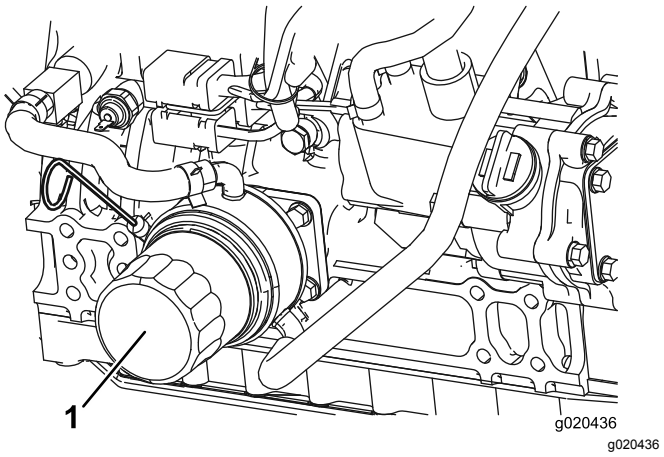

**Figuur 75**
2. Verwijder het oliefilter (Figuur 75). Smeer een dun laagje schone olie op de nieuwe filterpakking voordat u deze vastschroeft. **Niet te vast draaien.**